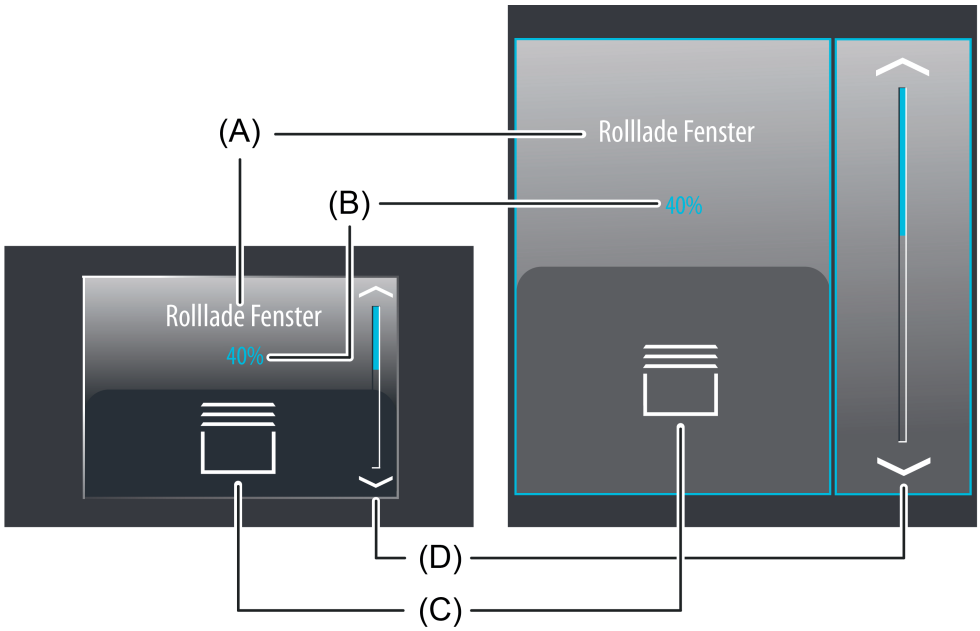

Bild 31: Beispiel für ein Bedien- und Anzeigeelement der Funktion "Rolllade Step / Move"
Der Anzeigebereich enthält verschiedene Darstellungselemente (Bild 31), die durch Parameter beeinflusst werden. Jeder KNX Funktion kann in der Konfigurationssoftware eine Bezeichnung vergeben werden (A). Diese Text-Bezeichnung wird im Anzeigeelement zentriert zur Anzeige gebracht, wodurch steuerbare KNX Funktionen für den Anwender kenntlich gemacht werden (z. B. "Rolllade Fenster"). Zusätzlich kann unterhalb der Bezeichnung ein Statuswert (B) eingeblendet werden, der abhängig vom Objektwert der Positions-Rückmeldung des angesprochenen Jalousie- oder Rollladenaktors Positionswerte im Klartext anzeigt ("0...100 %"). Solange nach einem Gerätereset noch kein Rückmeldungs-Objektwert empfangen wurde, zeigt der Statuswert "---%" an.